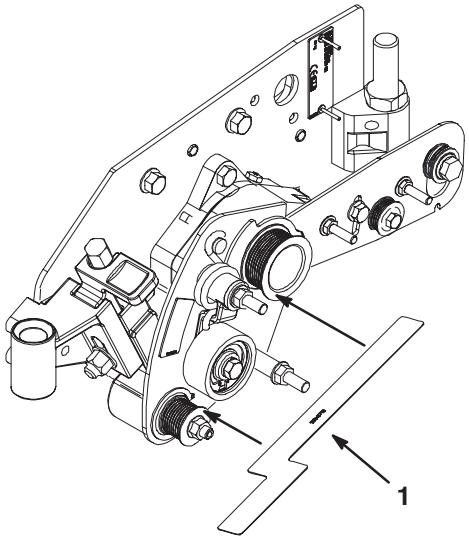

Figure 36
34. Using the alignment tool, check the alignment of the drive and driven pulleys (Fig. 36). If the pulleys do not align, the driven pulley can be adjusted in or out by adding or substituting .474 ID x .938 OD x .030 thk. washers. The pulleys should be aligned to within .015 in. After the pulleys are aligned, torque the nut to 25 ft–lbs.